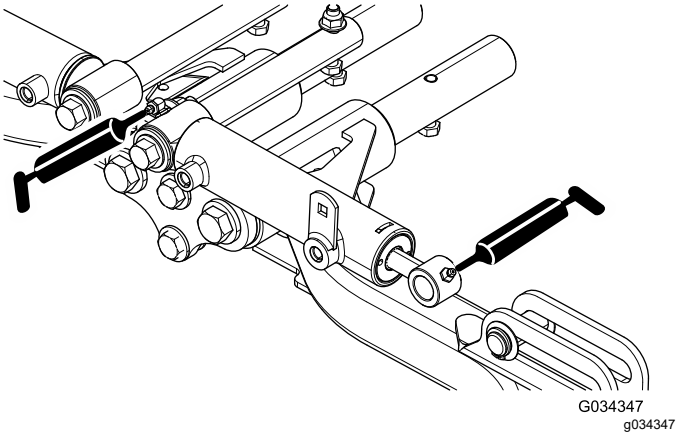

Figure 49
- Pivots de bras de levage avant et vérins de levage (3 chacun) ; voir Figure 49.